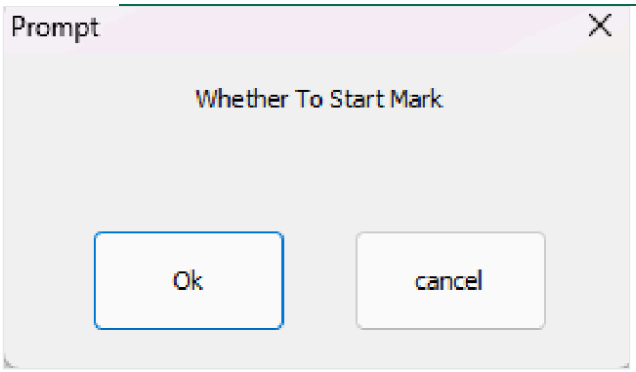

Figura 16-12 Diálogo de confirmación para iniciar el marcado
- **Mostrar el cuadro de diálogo para iniciar el marcado ("Display the Dialog Box for Starting Marking"):** Si marca esta opción, cada vez que seleccione marcar aparecerá un cuadro de diálogo con la pregunta "¿Desea iniciar el marcado?", como se muestra en la Figura 16-12.